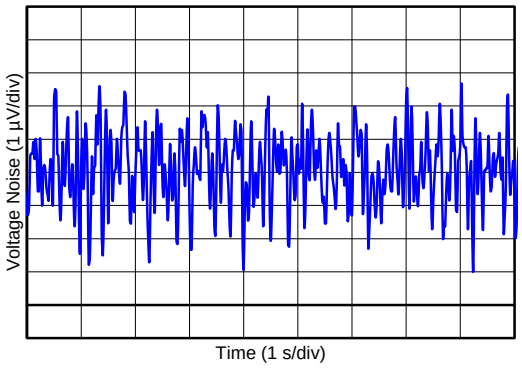

Figure 6. 0.1Hz 至 10Hz 输入电压噪声
0.1Hz 至 10Hz 输入电压噪声 (5.5V)	Figure 6